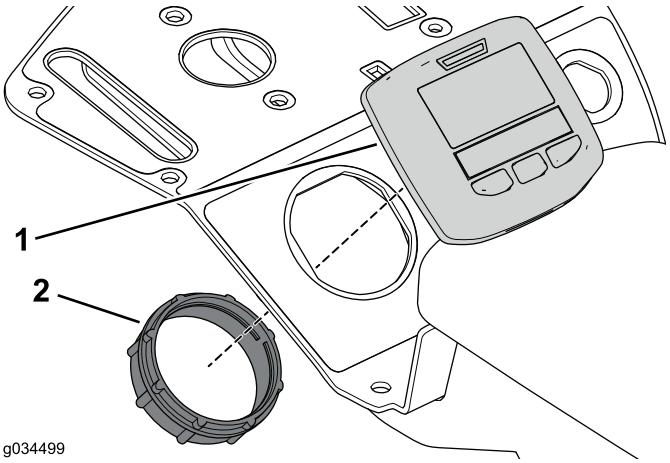

Figuur 10
1. Verwijder de borgring om het display van de bedieningseenheid te nemen (Figuur 10).